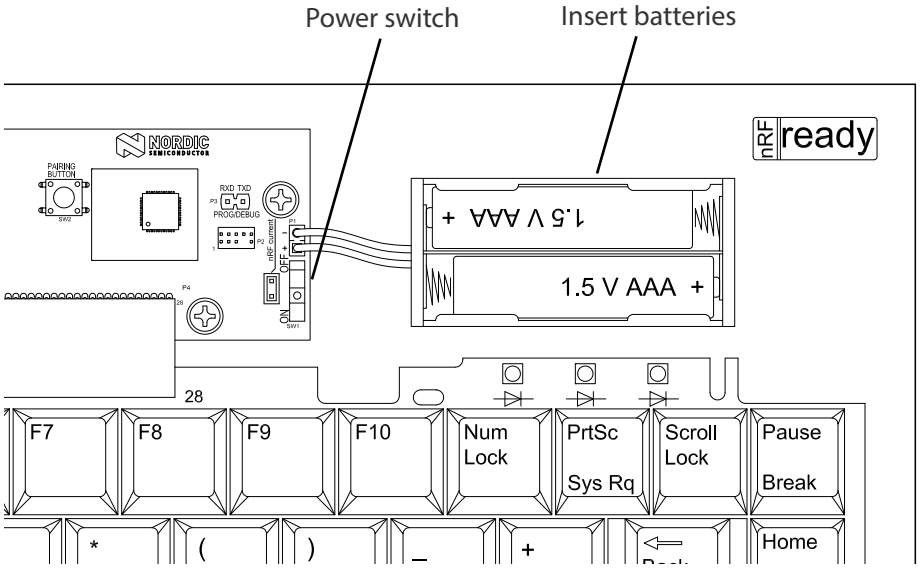

***Figure 2*** *Insert the batteries and turn on the keyboard and mouse*
2. Turn on the keyboard with the power switch, as shown in ***Figure 2***. The keyboard is now ready for pairing.